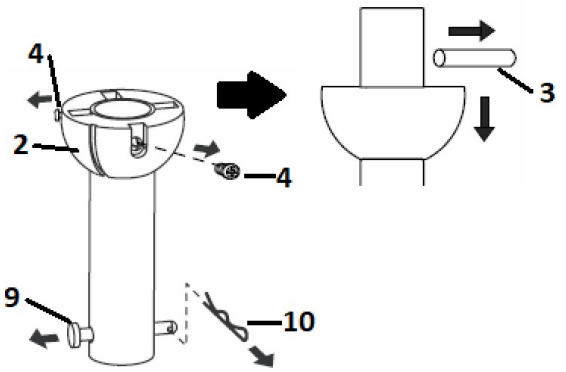

Rys. 4.1
1. Wymontować przegub kulowy (2) i sworzeń (3), odkręcając śruby ustalające (4) z drążka dolnego (6). Zdemontuj sworzeń zaczepu (9), usuwając zacisk blokujący (10)**(Rys. 4.1). UWAGANie wyrzucaj tych części, będą one potrzebne do późniejszego ponownego montażu.**